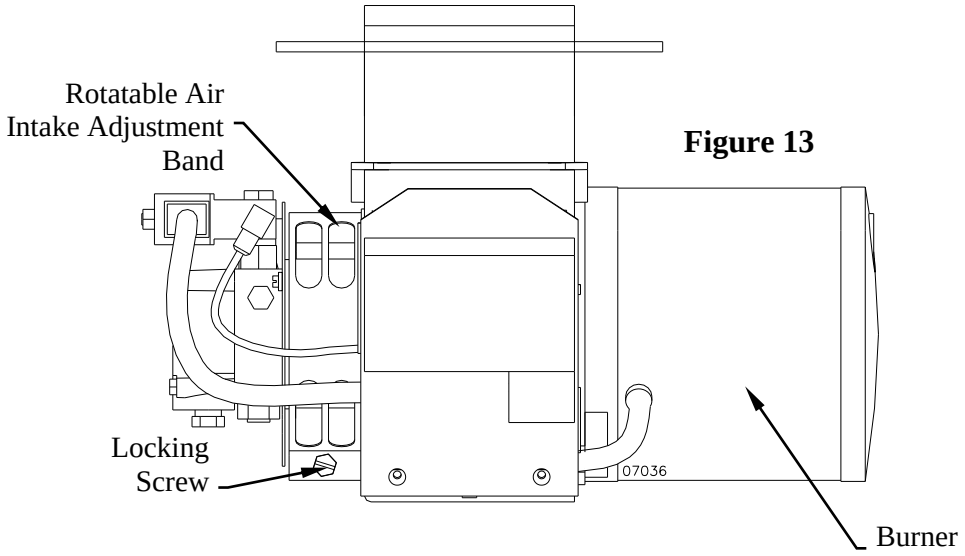

Figure 13
2. Locate the air intake adjustment band as shown in Figure 13 below.